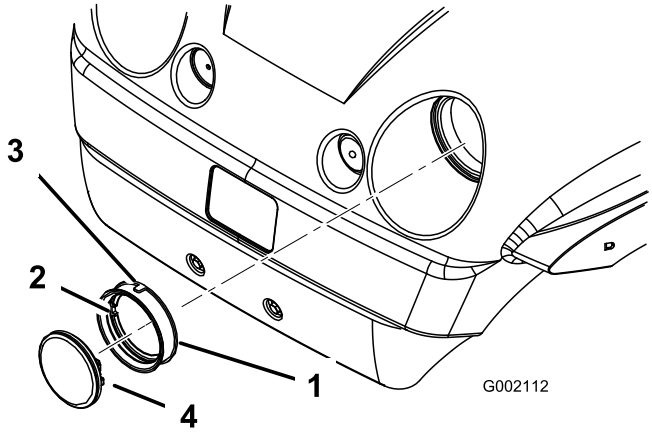

Figur 39
4. Fjern gummitetningen rundt frontlyset (Figur 39). Kasser frontlyset.
5. Still merket på innsiden av pakningen på linje med merket med det nye frontlyset (Figur 39). Skyv pakningen på frontlyset til det sitter godt på plass.